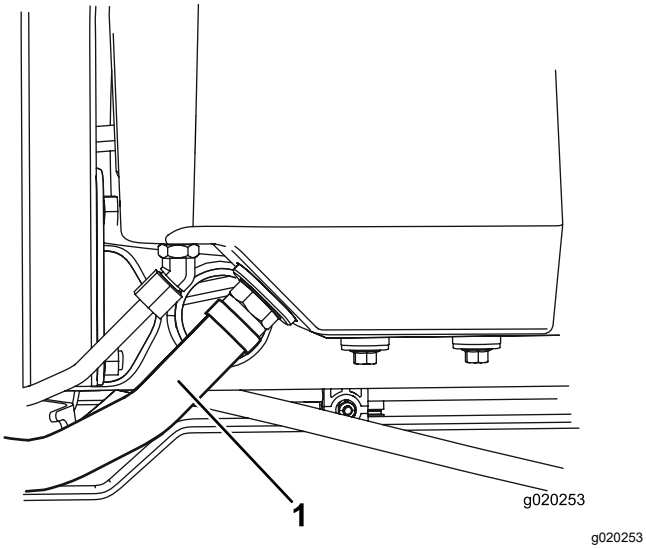

Figur 79
2. Koble den store hydrauliske slangen (Figur 79) fra beholderen og la den hydrauliske væsken renne ned i et tappefat.